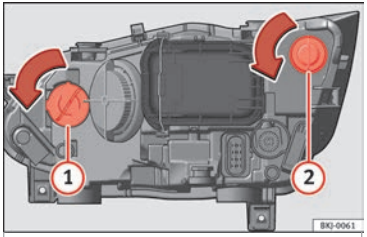

**Fig. 116** In the engine compartment: turn signal light bulb (1) and DRL (daytime running light) bulb (2).
– Turn the bulb holder ››› **Fig. 116** (1) or (2) to the left and pull.